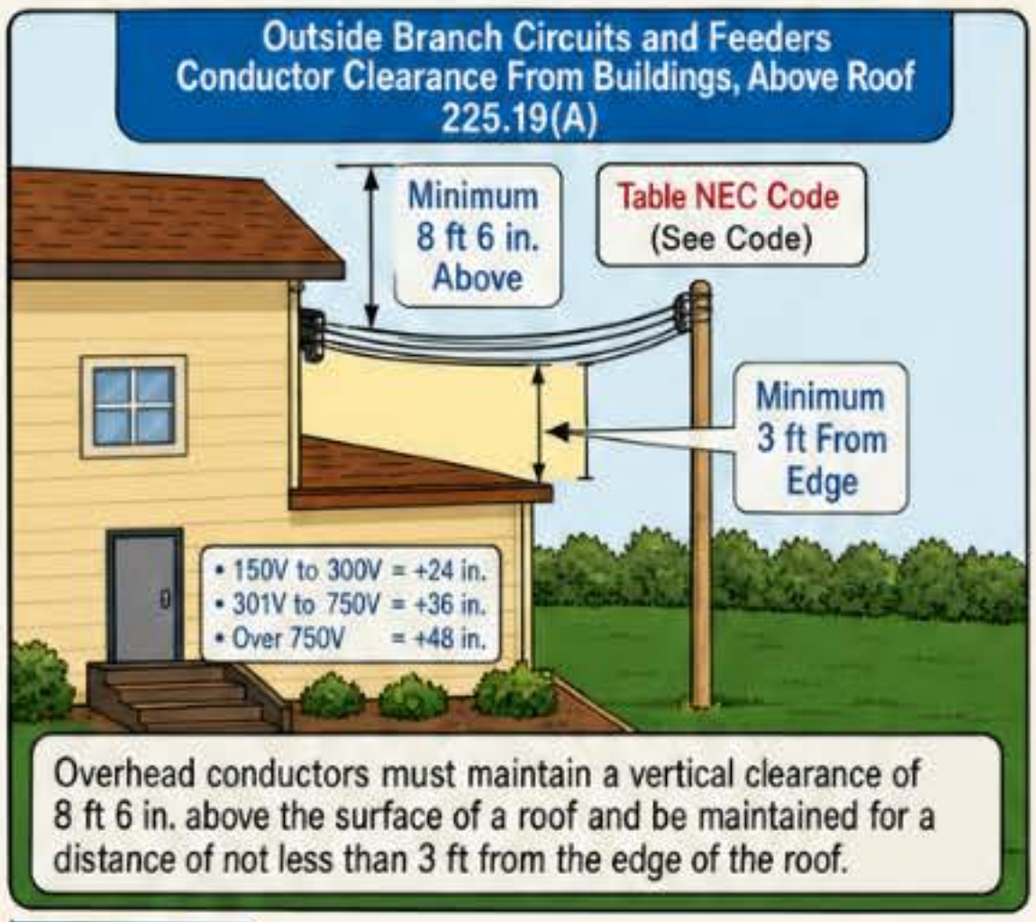

Figure 225-10
(A) Above Roofs. Overhead conductors must maintain a vertical clearance of at least 8 ft 6 in. above the surface of a roof and must be maintained for a distance of at least 3 ft from the edge of the roof. *Figure 225-10*